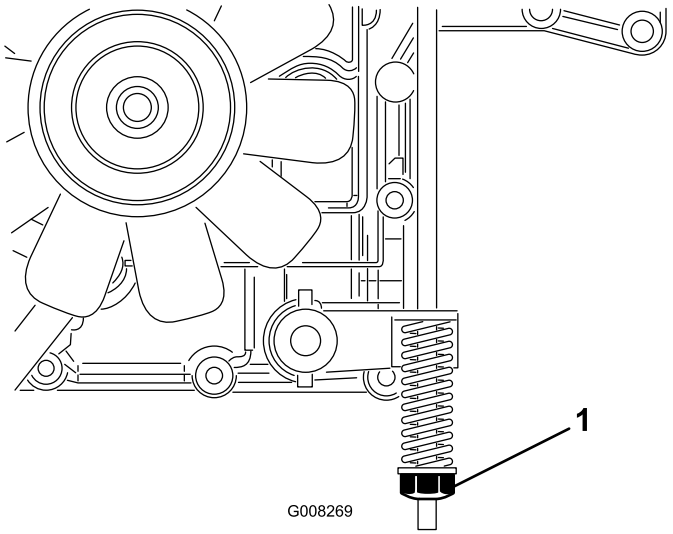

Figur 33
Bremsen sitter på høyre side av bakakselen, innenfor dekket på bakhjulet (Figur 33).
3. Skru bremsejusteringsmutteren med klokken inntil du ikke kan dytte plentraktoren (Figur 33).